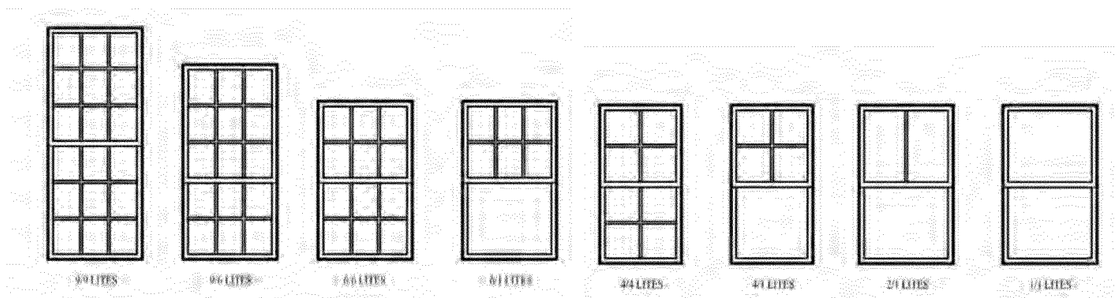

*Figure 21*
- Windows and window lites shall be square or vertical in proportion. Windows shall be configured with 9/9, 9/6, 6/6, 6/1, 4/4, 4/1, 2/1, or 1/1 lites. Muntins shall be true divided light or simulated divided light. See Figure 21.